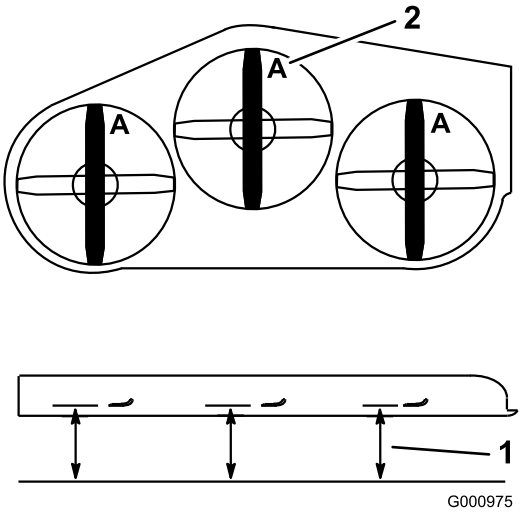

Figur 90
3. Drej knivene, indtil enderne vender fremad og bagud (Figur 90).
4. Mål fra en plan overflade til knivenes skærekant, position **A** (Figur 90).